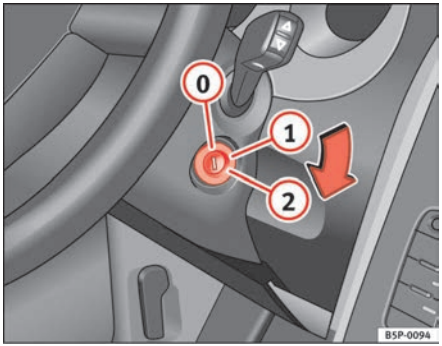

Fig. 116 Ignition key positions
In this position ⇒ fig. 116 the ignition and the engine are OFF and the steering may be locked.
– Turn the ignition key to position ⇒ page 153, fig. 116 (1). The indication lamp ⌀ will light for engine pre-heating.
– When the warning lamp turns off, turn the key to position (2) to start the engine. Do not press the accelerator.
– Turn the ignition key to position ⇒ page 153, fig. 116 (0).